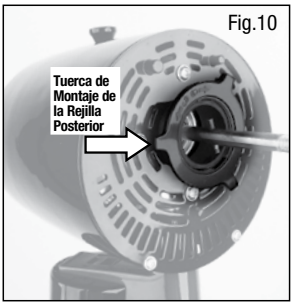

Fig.10
- La Tuerca Circular de Montaje de la Rejilla Posterior vendrá adjunta en el Montaje del Motor. Retírela girando hacia la IZQUIERDA. Más adelante volverá a colocar la Tuerca de Montaje de la Rejilla Posterior (Fig. 10).